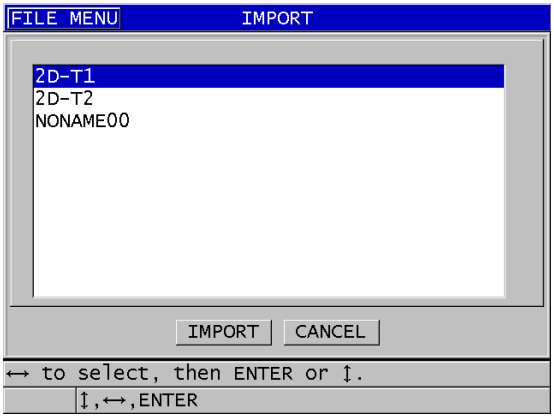

Rysunek 14-9 Przykład ekranu IMPORT (Importuj)
6. Na ekranie **IMPORT** (Importuj) (patrz Rysunek 14-9 na stronie 298):